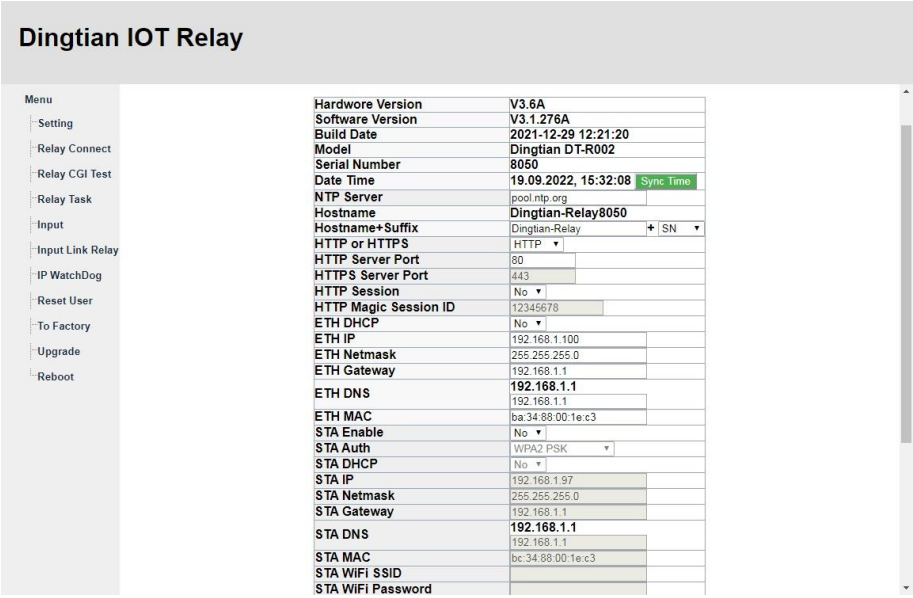

Рис.5 Главная страница WEB интерфейса, основные настройки.
6. После ввода логина и пароля (**admin, admin** по умолчанию) открывается страница главных настроек (Рис.5). В дальнейшем пароль и логин можно поменять через WEB интерфейс IP реле.